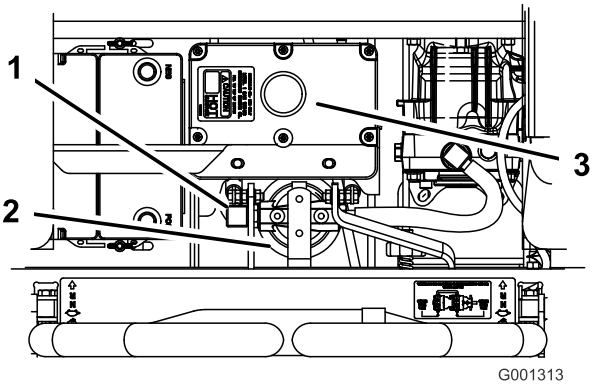

Figur 73
4. Fjern den højre hydraulikslange, der går ind i adapteren (Figur 73).
6. Monter højre hydraulikslange på adapteren (Figur 73).